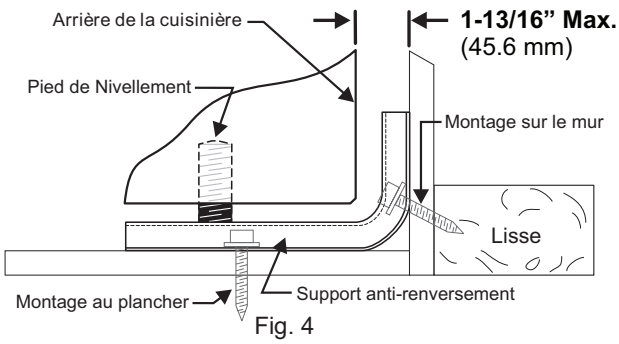
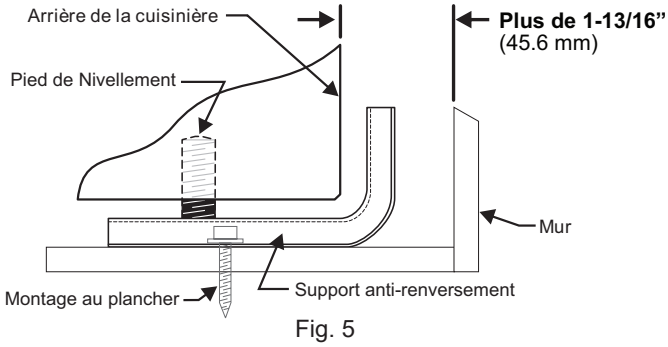

Fig. 4
Fig. 5
a. **Installation du support à l'aide du gabarit** (le support peut être installé sur le côté gauche ou sur le côté droit de la cuisinière. Reportez-vous aux Figures 4, 5 et 7 pour l'installation du support si aucun gabarit n'est fourni).
Pour effectuer le montage sur le mur (Fig. 4), installez le support en plaçant le bord arrière du gabarit contre le mur qui se trouve à l'arrière de la cuisinière et le bord latéral du gabarit sur la marque servant de repère pour l'emplacement du côté de la cuisinière. Placez le support sur le dessus du gabarit et faites des marques sur le mur pour indiquer à quel endroit seront insérées les vis. Si l'arrière de la cuisinière se trouve à plus de 4,5 cm (1-13/16 po) du mur lorsqu'elle est installée, fixez le support au plancher (voir Fig. 5).